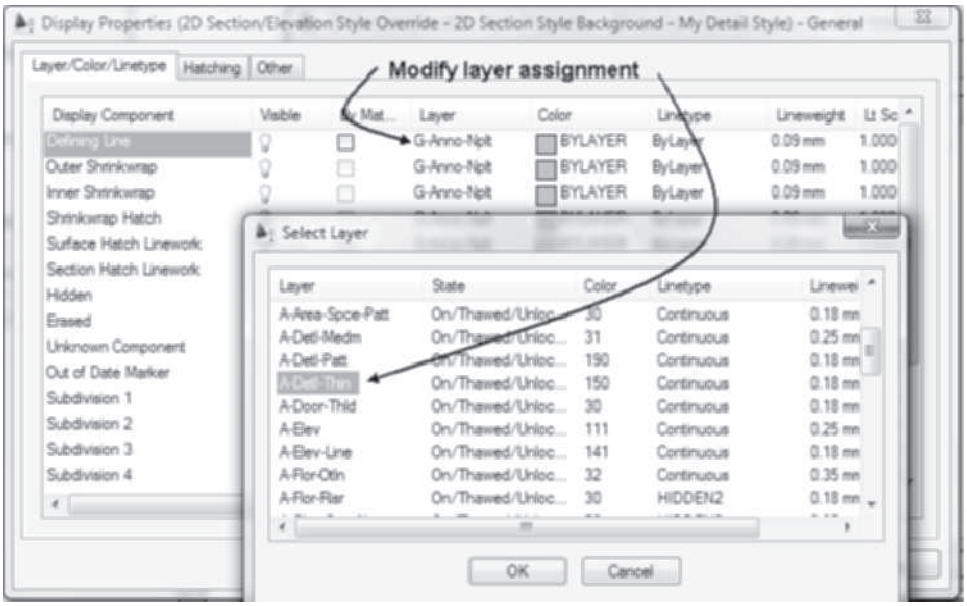

FIGURE 12.37 *Modifying the layer assignment for a display component of a detail*
4. Choose a display component, **Defining Line**, as shown in Figure 12.37. Choose the **Layer** field for the display component to open the Select Layer dialog box.
5. Choose a layer. A-Detl-Thin layer has been chosen in Figure 12.37.